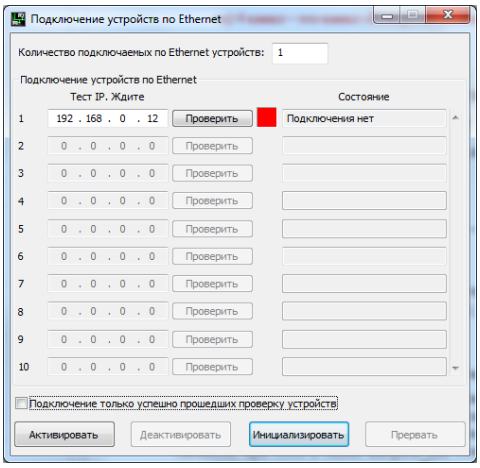

Рис. 6
- в меню «СЕТЕВЫЕ ПРОГРАММЫ» на панели ZETLAB выбрать программу «Подключение устройств по Ethernet» (Рис. 6).